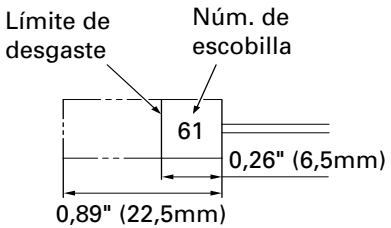

Fig. 6
4. Inspección de la escobillas (Fig. 6)
NOTA: Utilice las escobillas HITACHI Núm. 61 indicadas en la Fig. 6.